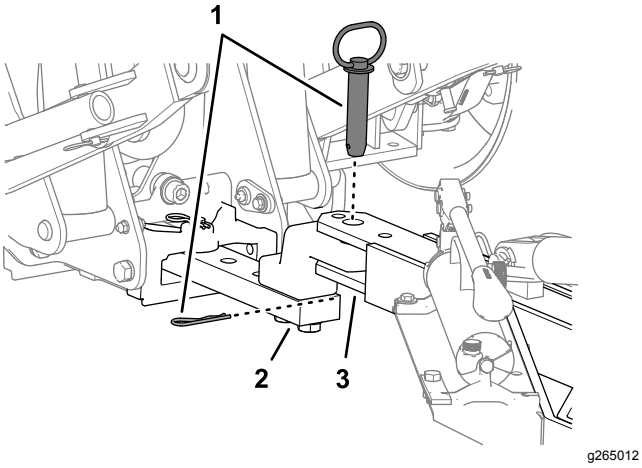

Rysunek 13
7. Ustaw dyszel aeratora z zaczepem zespołu jezdnego i zamocuj aerator elementami mocującymi zaczepu pojazdu (Rysunek 13).